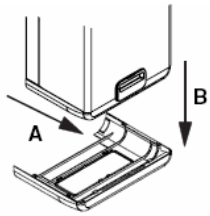

рис. 13
- снимите крышку, потянув ее на себя (**A-B**) (рис. 13)